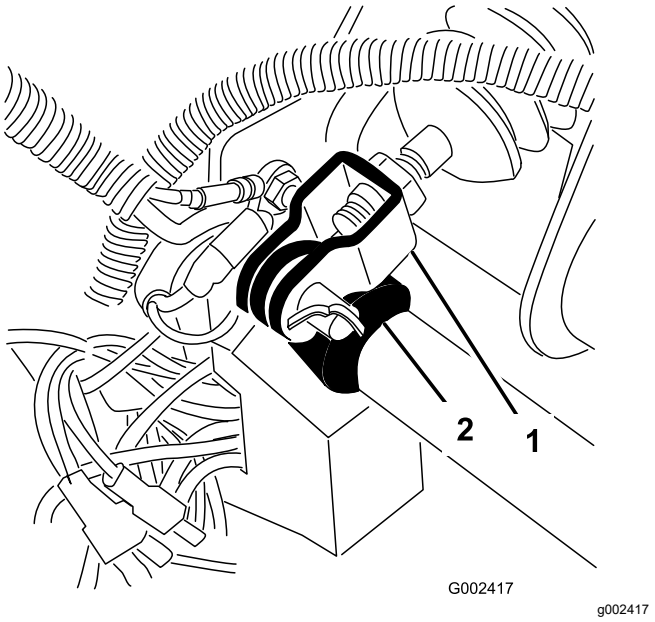

Figur 58
1. Fjern låseclipsen og gaffelbolten, som fastgør hovedcylindergaflen til bremsepedalens drejetap (Figur 58).